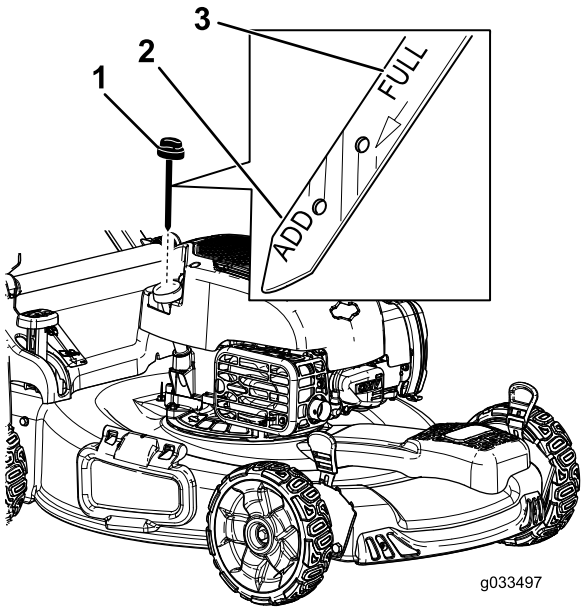

Figur 14
2. Tag målepinden ud (Figur 14).
5. Tag målepinden ud, og kontroller oliestanden på målepinden. Se Figur 14.